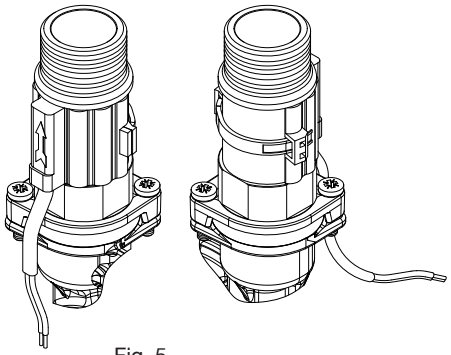

Fig. 5
- The tie wrap can now be pulled tight to secure the reed and the excess cut to length as shown (Fig. 5).